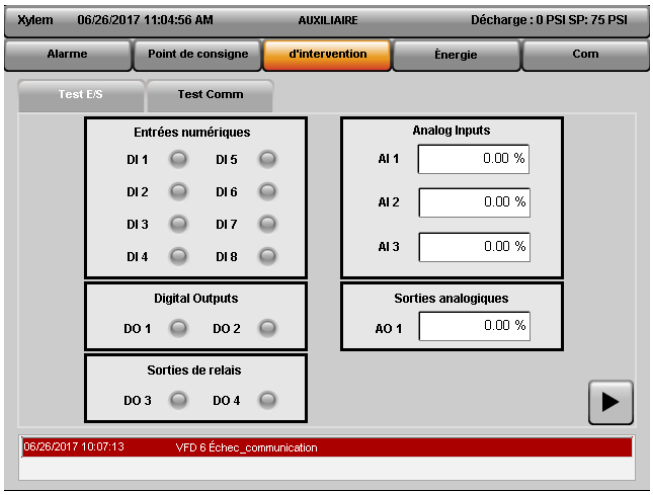

Figure 5.5.35 – Tester les E/S
- **Entrée analogique** - La valeur d'une entrée analogique peut être suivie sur l'écran numérique comme l'illustre la Figure 5.5.35. Les entrées analogiques peuvent uniquement être lues.